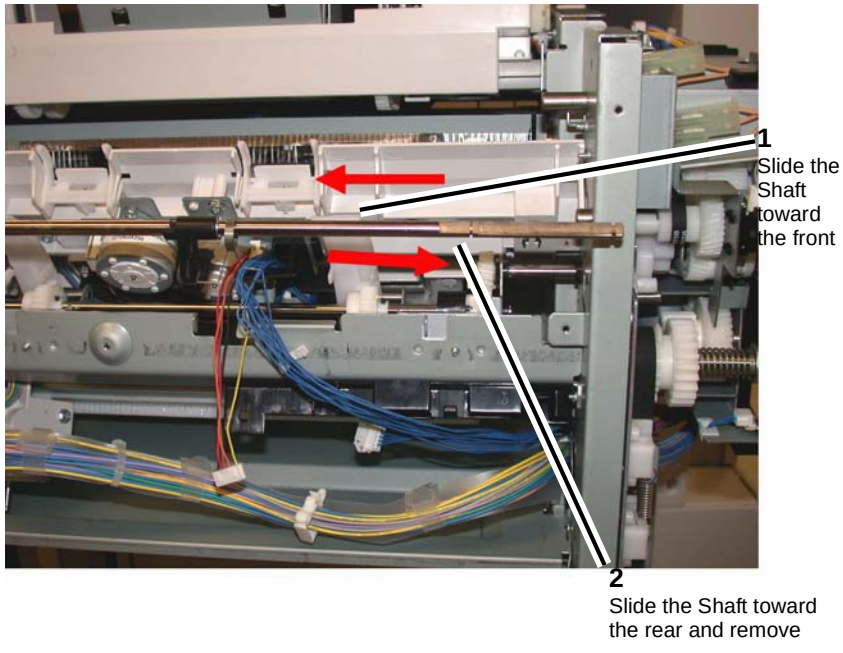

Figure 9 Removing the Set Clamp Shaft
17. Slide the Set Clamp Shaft to the front to clear the rear frame then slide the Shaft to the rear and remove it from the Finisher (Figure 9).